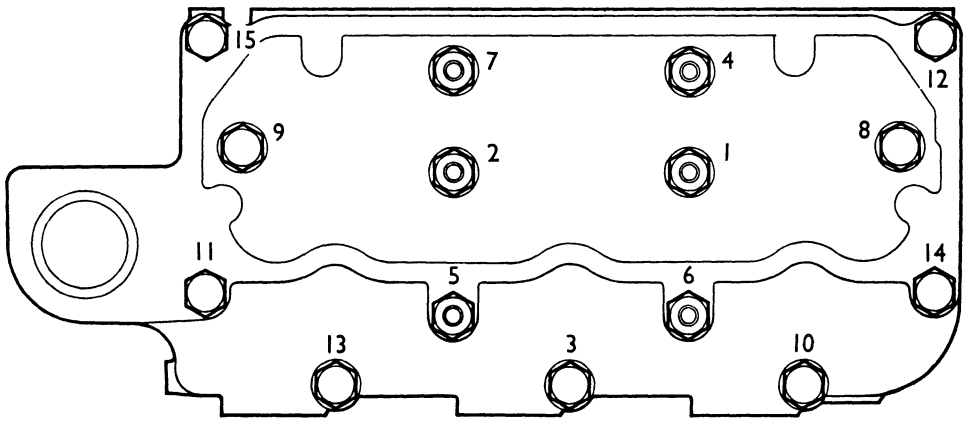

Figure 32. CYLINDER HEAD TIGHTENING SEQUENCE
5. Fit a new by-pass hose and lower cylinder head on to block. Following the tightening sequence shown in Fig. 32, progressively tighten down all head bolts and nuts in stages of 30, 60 and 90 lb ft (4, 8 and 12·5 kg metres).